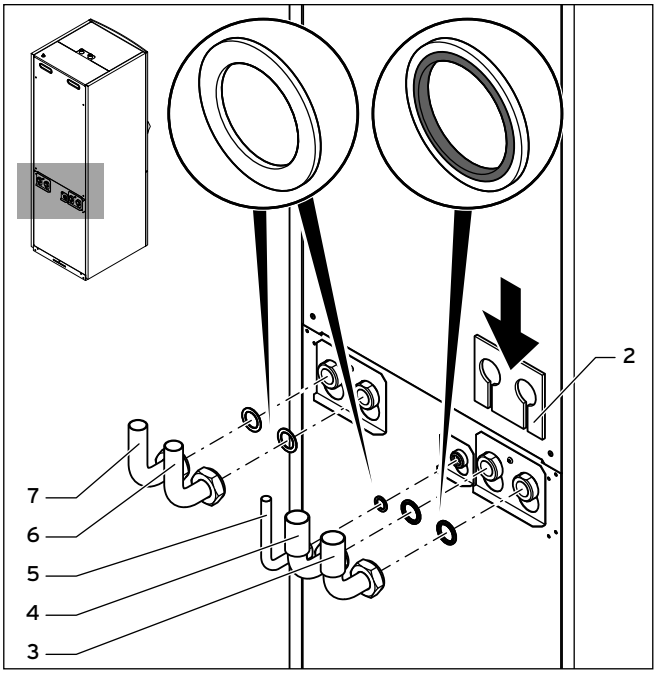

Abb. 5.4 Anschlusswinkel montieren
Falls an den Anschlüssen des Solekreises (→ **Abb. 5.4, Pos. 3** und **4**) nicht die Dichtungen mit Metallstützring verwendet werden, kann es zu Undichtigkeiten kommen!
- Die Rohrinstallation und die Verwendung der Dichtungen muss gemäß → **Abb. 5.4** erfolgen.
➤ Schließen Sie die Vorlaufleitung an (→ **Abb. 5.4, Pos. 7**).
➤ Schließen Sie die Rücklaufleitung an (→ **Abb. 5.4, Pos. 6**).
➤ Schließen Sie das Ausdehnungsgefäß des Heizkreises an (→ **Abb. 5.4, Pos. 5**).
- Schließen Sie die Soleleitungen an die Wärmepumpe an (→ **Abb. 5.4, Pos. 3** und **4**).
- Montieren Sie die zur Wärmedämmung des Anschlussblechs vorgesehene Isoliermatte (→ **Abb. 5.4, Pos. 2**).